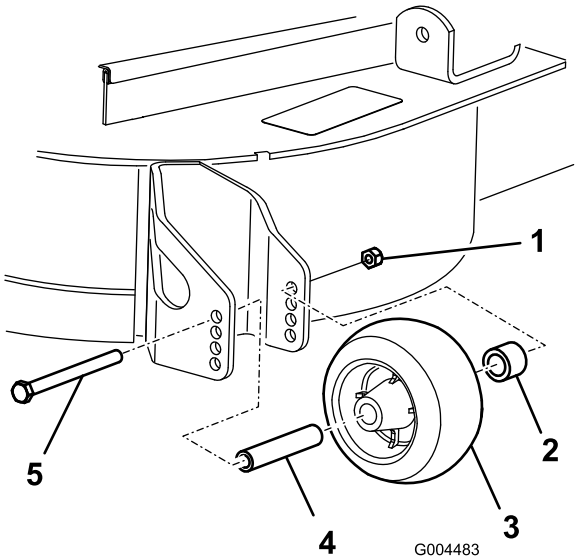

Figur 22
3. Når du har justeret klippehøjden, skal du justere rullerne ved at fjerne flangemøtrikken, bøsningen, afstandsbøsningen og bolten (Figur 22).
**Bemærk:** Spænd til 54-61 Nm (Figur 22)